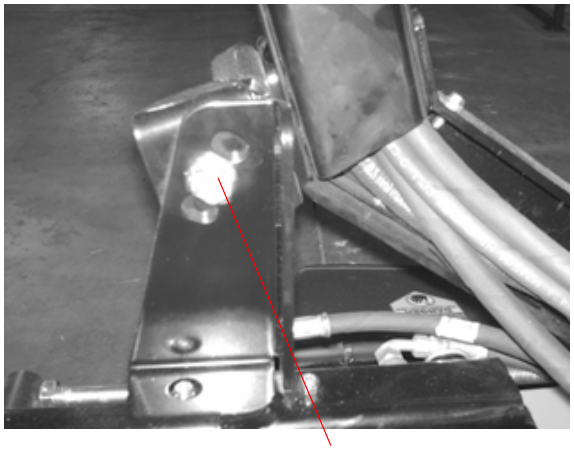

Figure. 1
1. This machine has an adjustable Steering column. It can be adjusted rearward/upward or forward/downward by repositioning the column. See Figure 1 below.